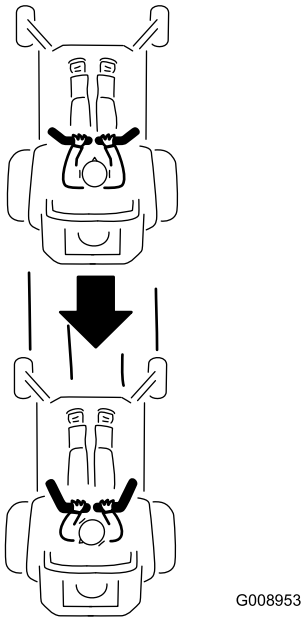

Figure 25
2. Pour vous déplacer en marche arrière, tirez doucement les leviers en arrière (Figure 25).